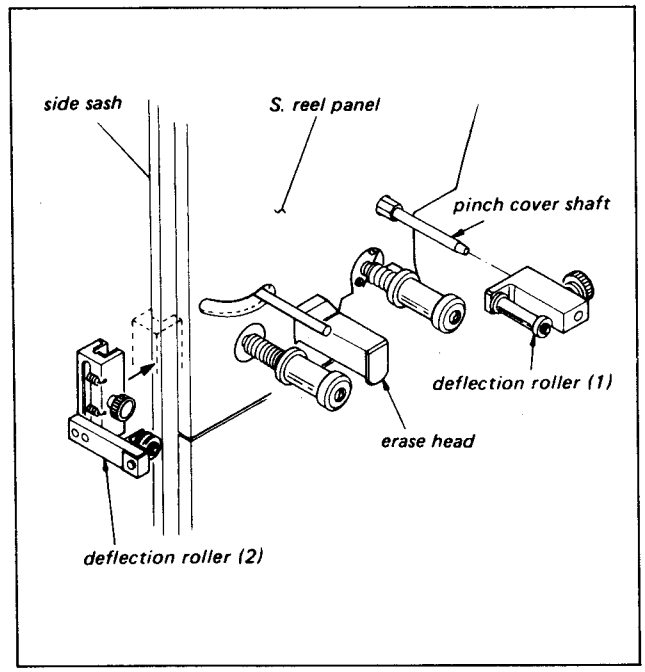

Fig. 7-12. Tension alignment jig setting
5. Install Deflection Roller (1) on the Pinch Cover Shaft and the Deflection Roller (2) on the Side Sash in Fig. 7-12.